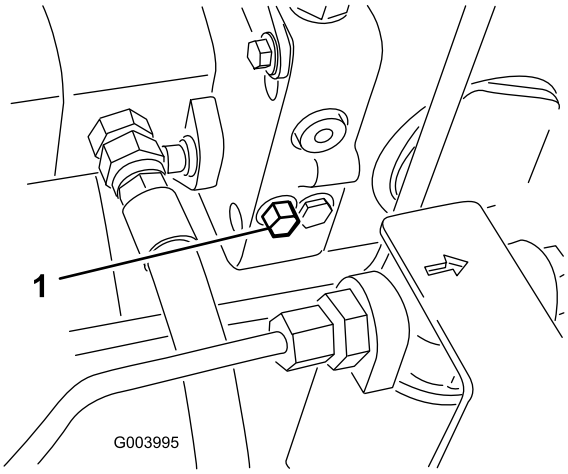

Figur 40
1. Förbikopplingsventilen sitter till vänster om hydrostaten (Figur 40). Vrid bulten 1,5 varv för att öppna ventilen och låta olja avledas internt. Eftersom vätskan avleds kan maskinen flyttas långsamt utan att transmissionen skadas.